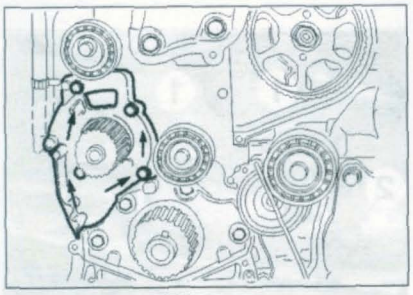

FIGURE 1-12
• Déposer les 4 vis de fixation de la pompe à eau et la dégager **(figure 1-12)**.